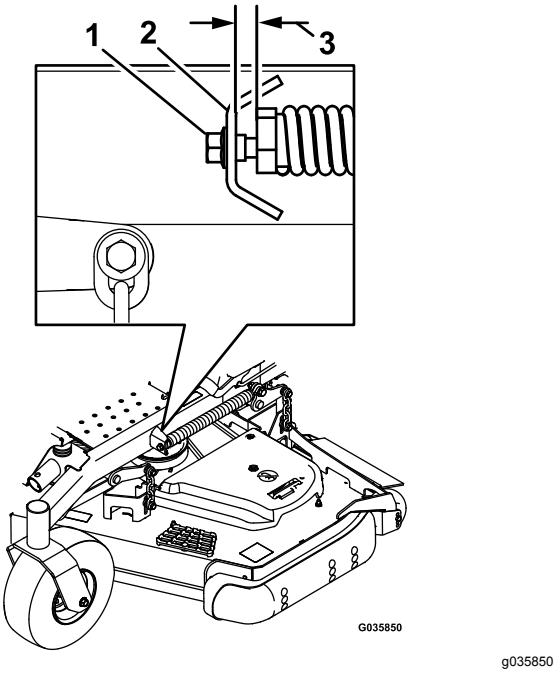

Figure 82
B. Desserrez lentement la vis de réglage sur le ressort d'aide au levage jusqu'à ce que vous puissiez enlever la vis (Figure 82).